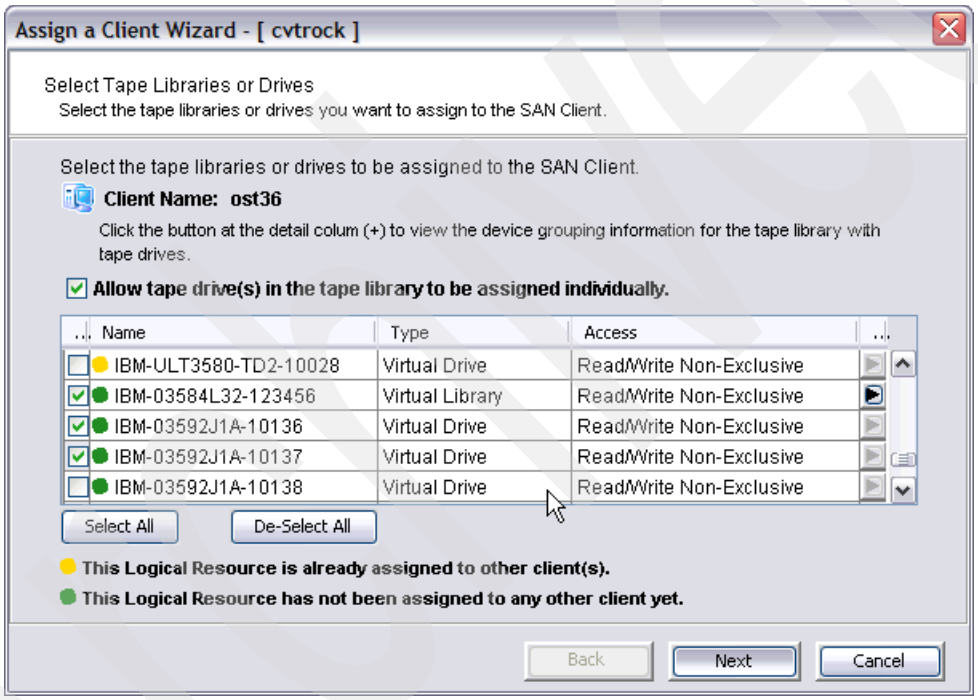

Figure 4-40 Assigning a client to the library and drives
2. In the Select Tape Libraries or Drives panel (Figure 4-40), you can select different access modes to assign libraries and drives. The access types are: